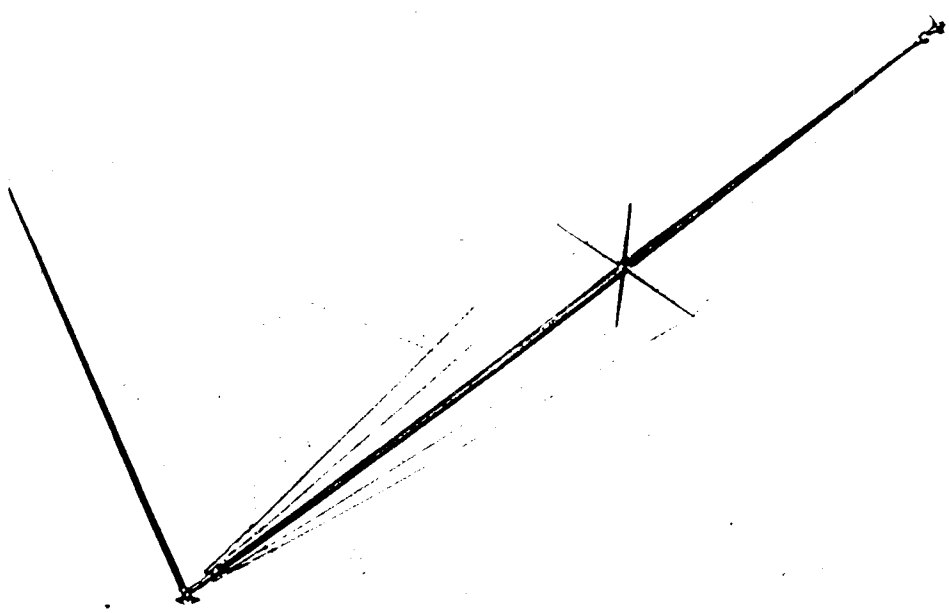

*Figure 225. Raising the mast assembly*
(2) Tilt Adjustment. The tilt angle for the rf horn is determined as follows.
*g. Erecting Mast* (fig. 225).